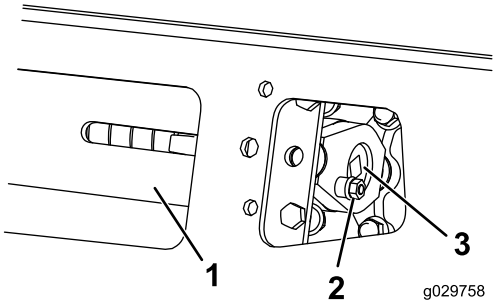
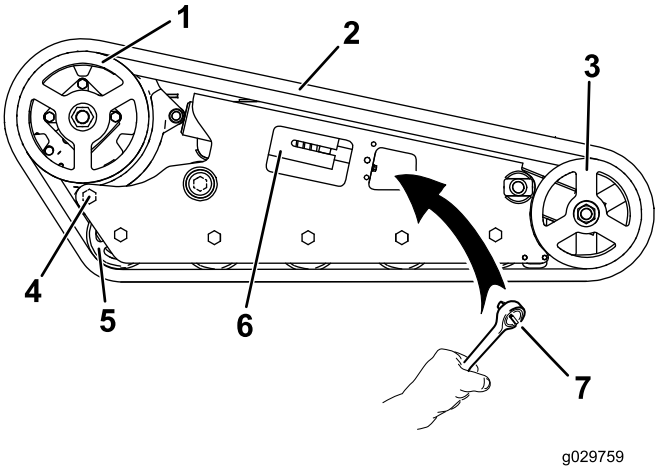

Figuur 55
Figuur 56
3. Verwijder de borgbout en de moer (Figuur 55).
5. Lijn de dichtstbijzijnde inkeping in de spanschroef uit met de opening van de borgbout en bevestig de schroef met de borgbout en moer (Figuur 55).
3. Gebruik een dopsleutel van 1/2 inch en verminder de spanning door de spanschroef rechtsom te draaien (Figuur 55 en Figuur 56).
4. Draai de achterste bout bij het aandrijfwiel los (Figuur 56).
6. Als de rupsband van het voorwiel af is, verwijdert u de band van de kettingwielaandrijving en de wegwielen (Figuur 56).
7. Begin bij de kettingwielaandrijving en plaats de nieuwe rupsband rond de aandrijving. Controleer of de aansluitpunten tussen de afstandsstukken op de aandrijving passen (Figuur 56).
8. Duw de rupsband onder en tussen de wegwielen (Figuur 56).